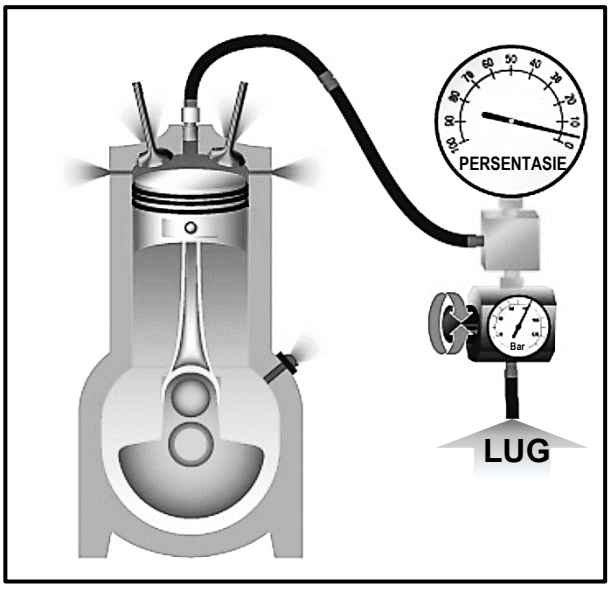

FIGUUR 4.1
4.1 Identifiseer die toets wat in FIGUUR 4.1 hieronder uitgevoer word.